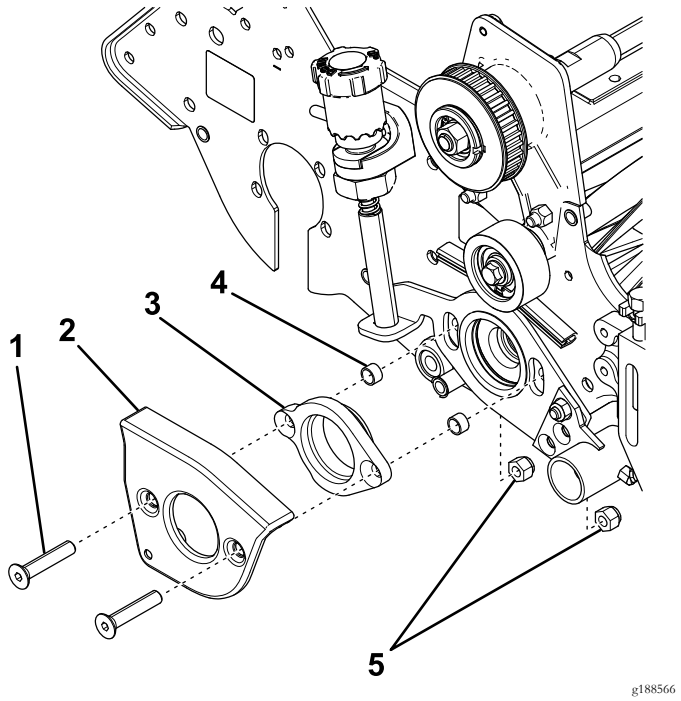

Figura 11
1. Insira os dois parafusos de cabeça chata através da cobertura do braço do rastelo e adaptador do rolamento e deslize os novos espaçadores para as extremidades (Figura 11).
2. Insira os parafusos de cabeça chata através da placa lateral e prenda-os com duas porcas de bloqueio (Figura 11).